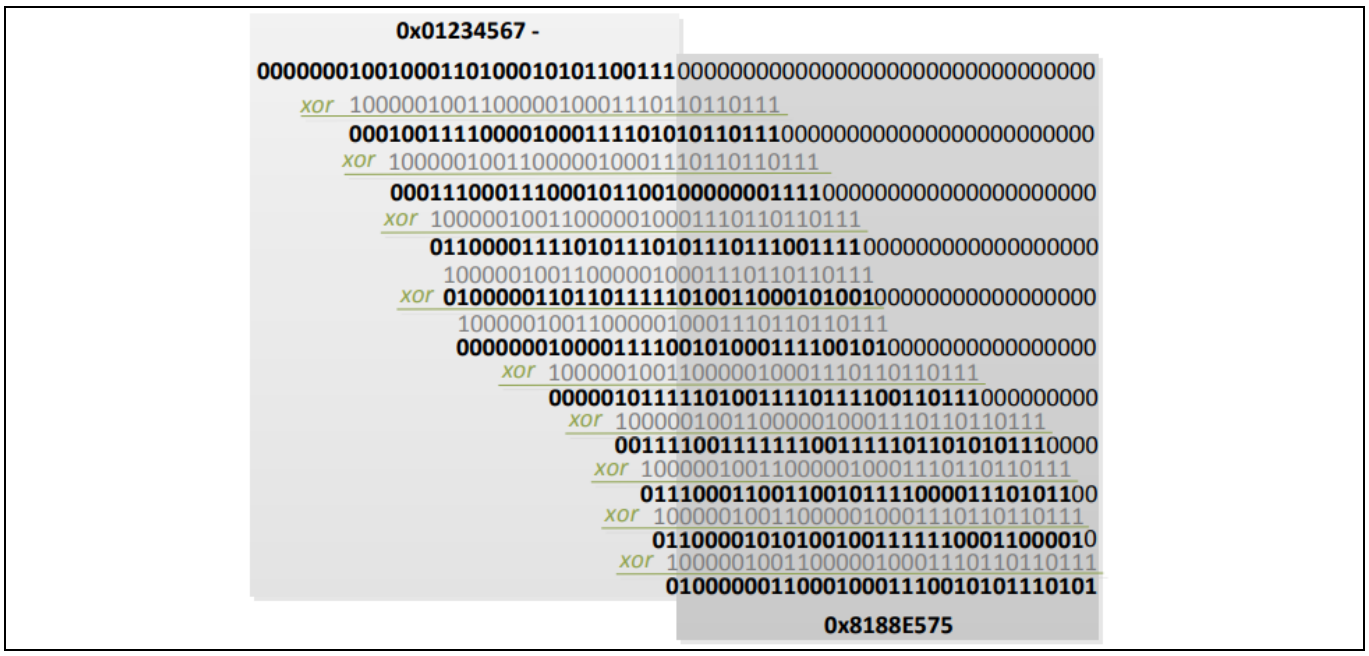

Figure 2　FCE カーネル 0/1 多項式を使用した 32 ビット CRC の計算例
FCE 入力レジスタ (IR) は、32 ビット幅の形式でデータを受け取ります。次に、ハードウェアは上記の操作を実行し、結果 (RES) を生成します。上記のように、データは **Figure 2** の計算例と一致します。